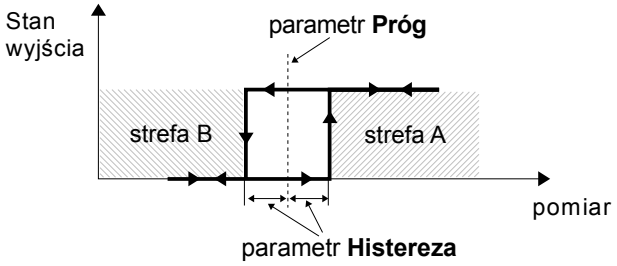
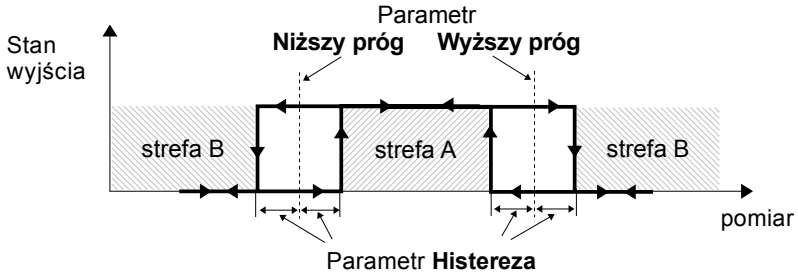
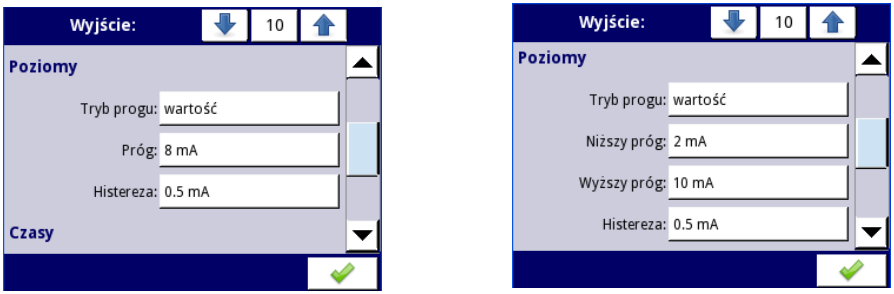

Rys. 7.94. Sterowanie jednoprogowe przekaźnika wirtualnego
Rys. 7.95. Sterowanie dwuprogowe przekaźnika wirtualnego
*Rys. 7.96. Ustawienia poziomów dla trybu **nad progiem** i **pod progiem** (lewy rys.) oraz **wewnątrz zakresu** i **poza zakresem** (prawy rys.)*
- **Tryb** – parametr ten umożliwia wybór sposobu zmiany stanu wyjściowego w zależności od wartości sygnału źródła (parametr **Źródło**), parametr **Tryb** posiada opcje (patrz **Rys. 7.94** i **Rys. 7.95**):
Blok parametrów **Poziomy** (patrz **Rys. 7.94**, **Rys. 7.95** i **Rys. 7.96**)
– **Histereza** – definiując ten parametr można przesunąć próg zmiany stanu na wyjściu (patrz **Rys. 7.94**, **Rys. 7.95**),